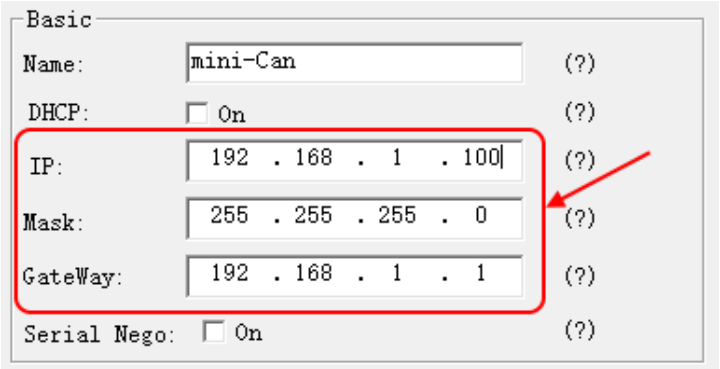

Рисунок 6 – Панель «Basic»
2.6.7.7 На панели «Basic» в поля «IP», «Mask» и «Gateway» вводятся требуемые параметры (рисунок 6).